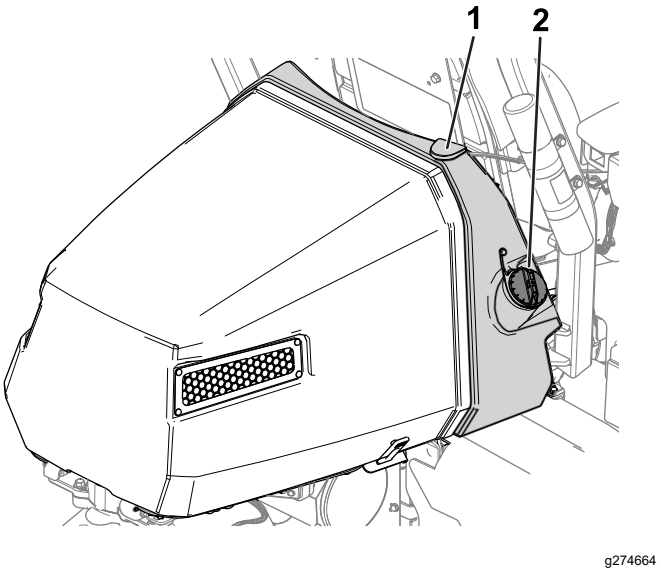

Figuur 27
2. Reinig de omgeving van de dop van de brandstoftank en verwijder de dop (Figuur 27).